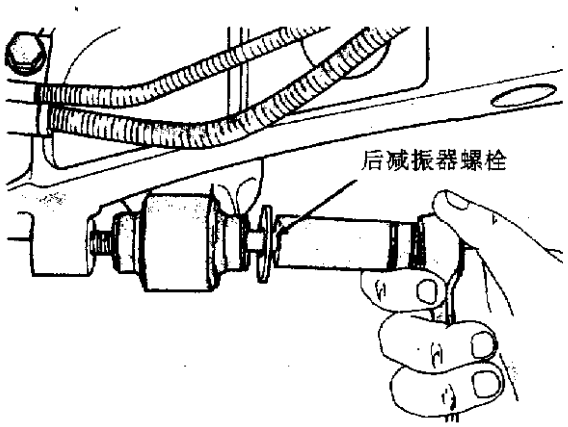

图 8－20　后减振器
①将汽车提升至车架接触式举升器上便于操作的位置。
②用千斤顶支撑后桥，千斤顶垫座挨着后桥。
③取下减振器下面的螺栓(图 8－20)。